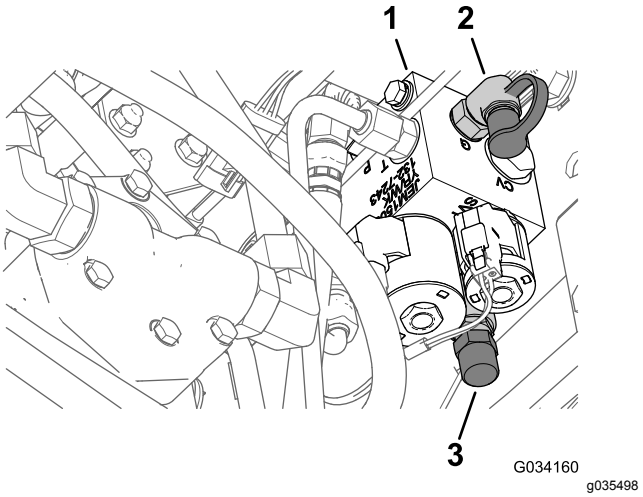

Figur 13
3. Koble en trykkmåler til teståpningen bak venstre løftemanifold (Figur 13).
4. Foran på løftemanifolden fjerner du hetten fra vektoverføringsspolen (Figur 13).
5. Løsne låsemutteren nederst på vektoverførings-spolen (Figur 13).